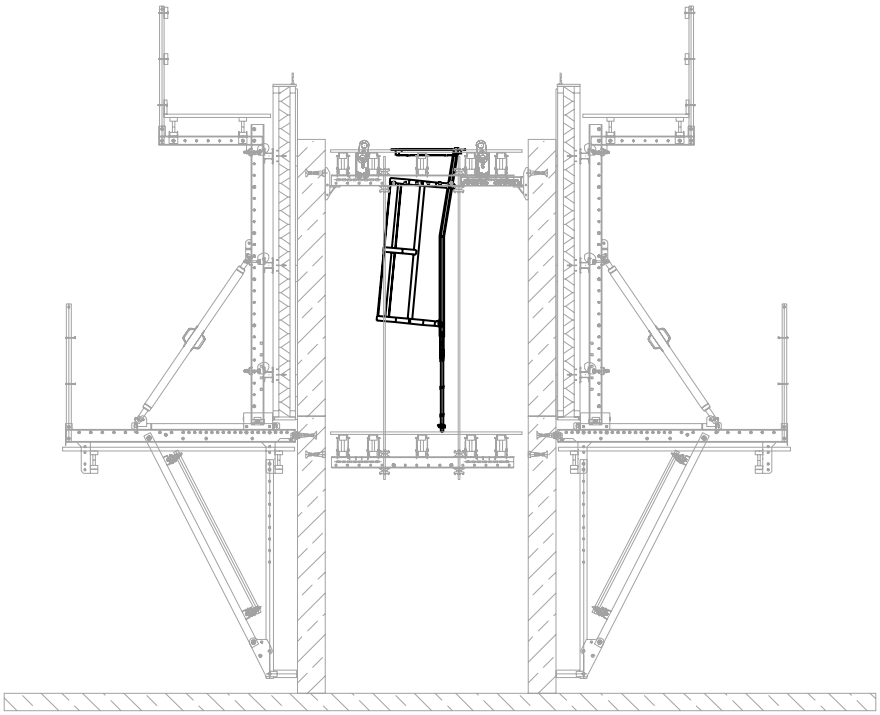

Abb. A4.06
8. Leiterzugang zur Nachlaufbühne-montieren (Abb. A4.06).